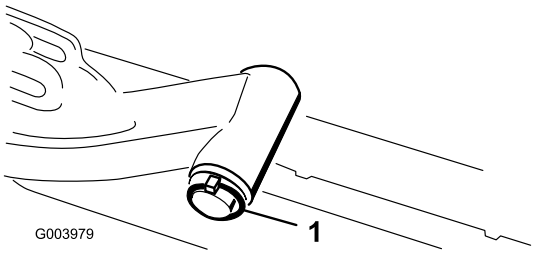

Figuur 11
A. Verwijder de lynchpen en de ring waarmee de draaiende as van de hefarm bevestigd is aan de hefarm en schuif de draaiende as van de hefarm uit de hefarm (Figuur 11).
C. Steek de as van de hefarm in de hefarm en zet deze vast met de ring en de lunspen (Figuur 11).